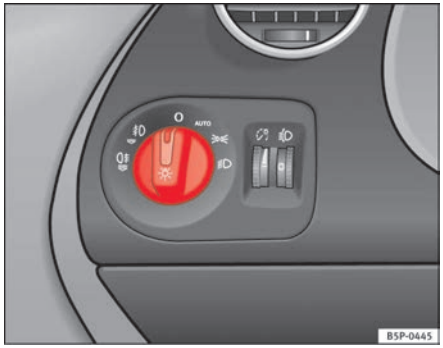

Fig. 72 Detailed view of instrument panel: lights, fog light and rear fog light control
– Turn the light switch ⇒ fig. 72 to position ≣D.